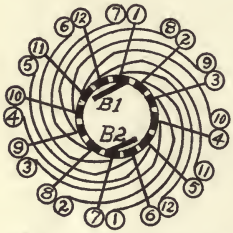

Fig. 15.—Scheme for Connecting Armature Windings to Commutator.
The connections to the commutator are made by connecting the loops between the coils to the adjacent commutator segments. The wire in the loop should have the insulation scraped off and then be driven in the slots in the end of the segment and soldered. If the coils have been properly wound, and connected, the paths through the armature should be as follows: Referring to Fig. 15, (1) B 1-12-12-11-11-10-10-9-9-8-8-7-7-B 2, and (2) B 1-1-2-2-3-3-4-4-5-5-6-6-B 2. This, together, with the winding diagram, will be useful in tracing out the winding and connections should there be any difficulty with the armature.